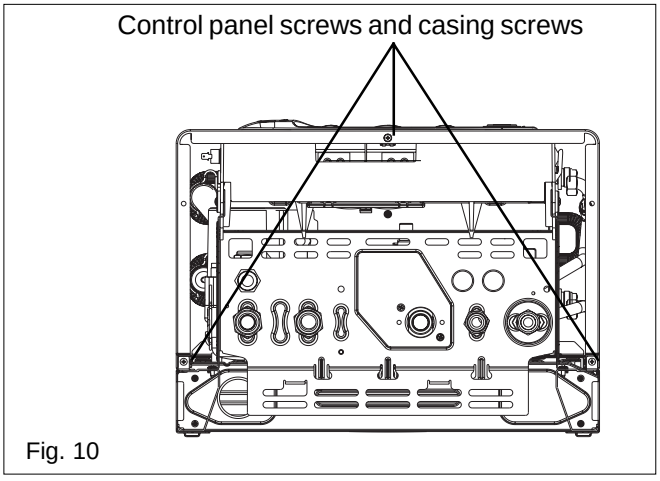
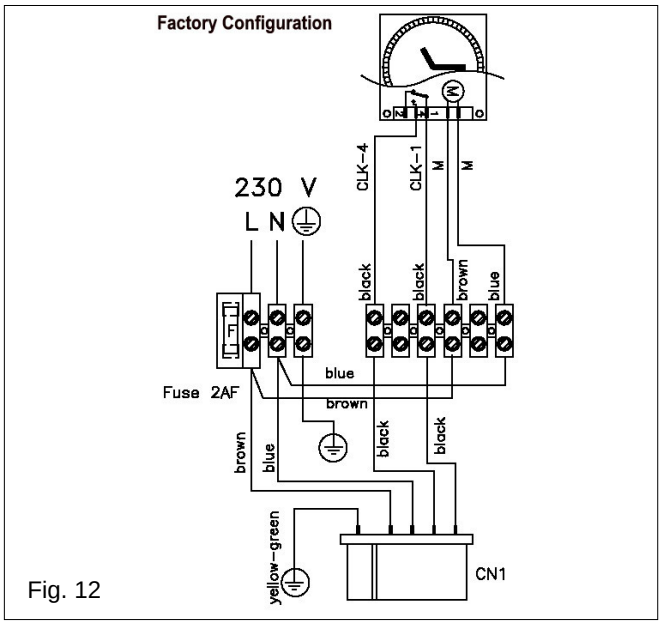

Fig. 10
Fig. 12
- Locate and remove the 3 screws that secure the outer casing to the appliance (see fig 10).
4.7.3 CONNECTING THE MAINS (230V) INPUT (see fig. 12)
Remove the control PCB cover as described in 4.7.2. Disconnect, remove, and discard the supplied flex. Pass the (new) supply cable through the cable anchorage (see fig.10). Connect the supply cable wires (earth, live, and neutral) to their corresponding terminals on the terminal strip (see fig 12). Ensure that the EARTH wire is left slightly longer that the others, this will prevent strain on the Earth wire should the cable become taut.
Do not interfere with any other wiring (fig 12) unless additional external controls are to be fitted (see section 8). Re-fit the electrical input board cover.